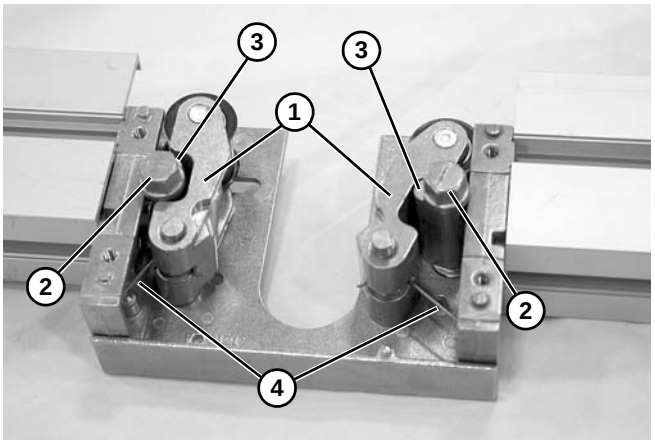

Figure 40
5. Remove tensioner block assemblies **(Figure 40, item 1)**.
6. Remove tensioner cams **(Figure 40, item 2)**. Inspect for wear and replace as needed.
*When installing tensioner block assemblies **(Figure 40, item 1)** into side plate, make sure that the tensioner cam lobes **(Figure 40, item 3)** are facing up.*
9. Assemble components in the reverse order of removal. Ensure that the springs are installed correctly; note the direction of the long leg as shown in **(Figure 40, item 4)**